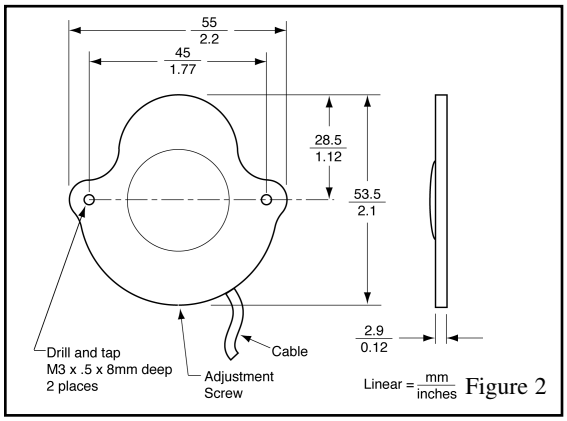

Figure 2
4. Drill and tap two mounting holes M3 x .5 x 8mm deep in the location of the switch or the mounting clip depending on your installation. (See Figures 2 and 5)
- The actuation height of the switch is adjusted by turning the set screw with included hex key (see Figures 2 and 3).